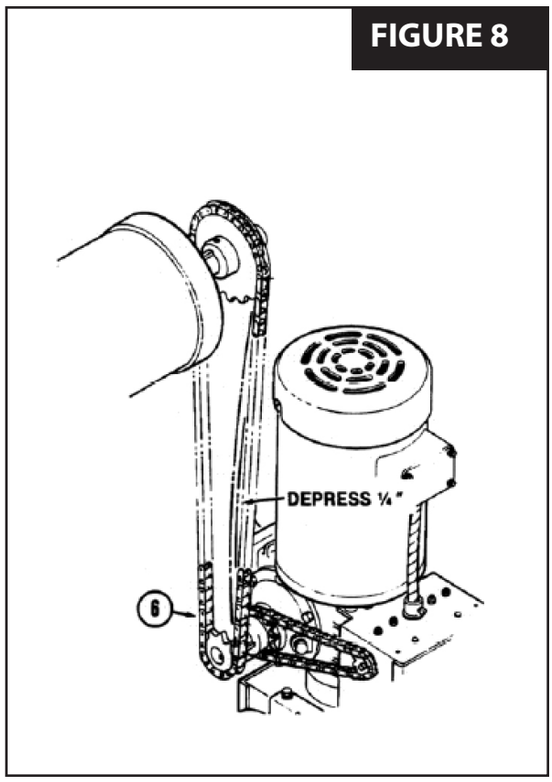

FIGURE 8
7. Adjust the drive chain tension such that there is no more than 1/4″ slack when the chain is depressed between the sprockets (See **Figure 8)**. The preferred mounting is with the motor end up and the operator below the door shaft. This results in better clearance for the hand chain and disconnect chain.